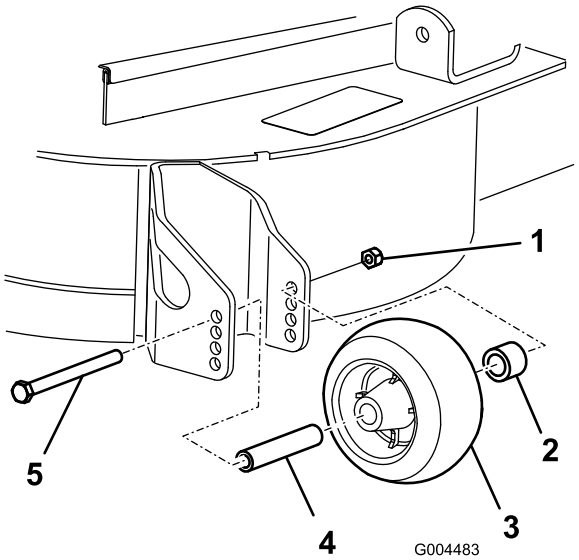

Rysunek 22
3. Po wyregulowaniu wysokości koszenia wyreguluj rolki, usuwając nakrętkę kołnierzową, tuleję, przekładkę i śrubę (Rysunek 22).
Informacja: Dokręć momentem o wartości od 54do 61 Nm (Rysunek 22).